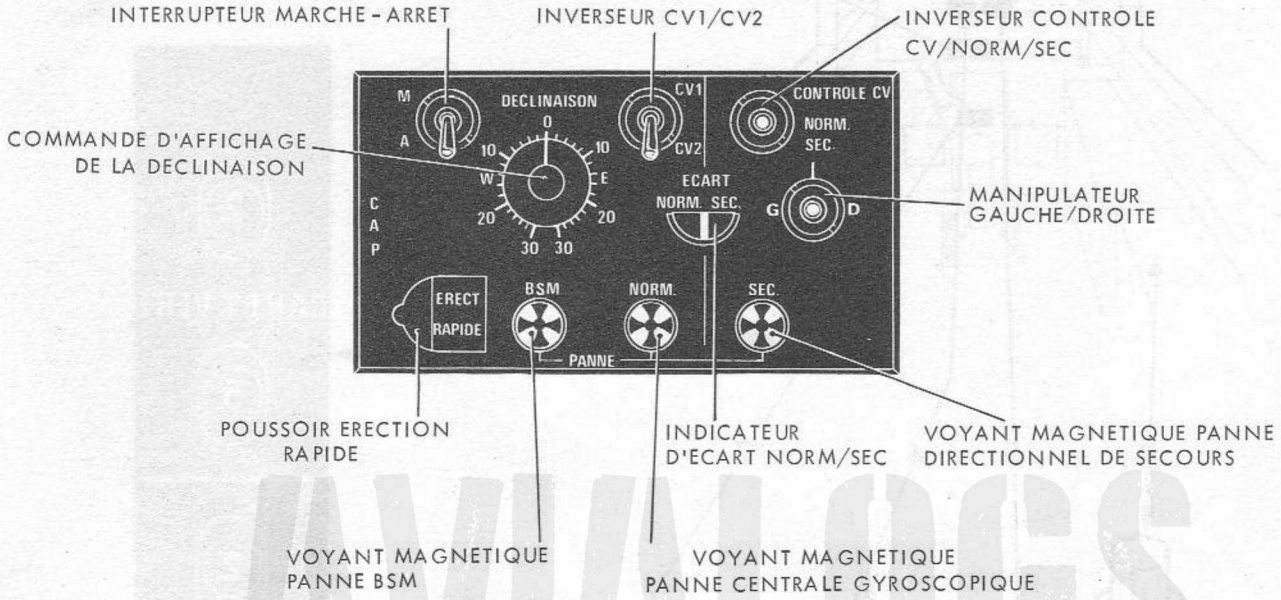

FIGURE 14 - BOITE DE COMMANDE DE CAP
9.3.2.1.1 - Boîte de commande de cap (Fig. 14)